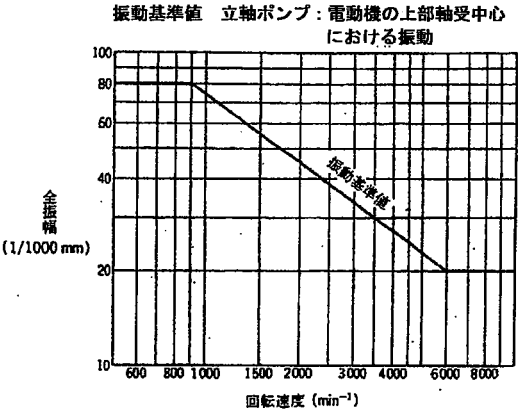

図5
(2) 軸封はメカニカルシールタイプのため、正常ならば、水漏れは極小で、にじむ程度です。運転開始時、少々の水漏れが認められる場合でも、その状態で運転をしばらく維持させると水漏れが減ります。それでも漏れが止まらない場合は、運転を停止して点検してください。
(3) ポンプが正常で据付、配管工事が正しく施工されている場合の振動の基準値を図5に示します。振動が大きい場合は、配管の無理などが原因ですので点検してください。
(4) 機器の取り付けボルト、電気配線の端子ビスにゆるみがないかどうかご確認ください。
(5) 電動機の絶縁抵抗を1ヶ月に1回測定してください。絶縁抵抗値が1MΩ以上あれば運転に支障ありませんが、1MΩ以上あっても急に低下し始めている場合は、異常と考えられますので修理が必要です。